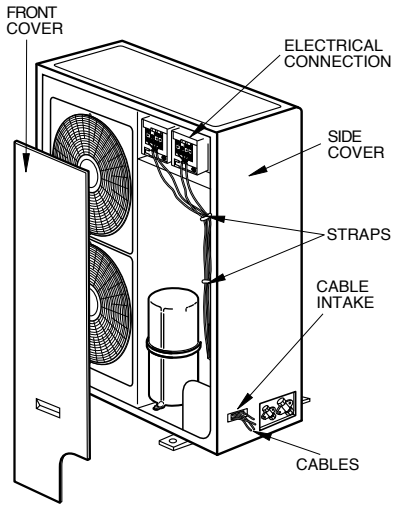

Fig. 18
(1) Remove the front cover. (Fig. 18)
(2) Enable cable intake and protect it with a rubber protection.
(3) Insert all cables through this protection.
(4) Connect the outdoor unit in compliance with the wiring diagram.
(5) Fasten the cables with the clips and straps.